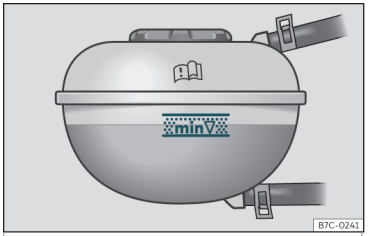

Fig. 188 En el vano motor: marca en el depósito de expansión del líquido refrigerante.
– Lea el nivel del líquido refrigerante en el depósito de expansión del mismo. Con el motor en frío, el nivel de refrigerante debe quedar entre las marcas››› **fig. 188**. Con el motor caliente, el nivel también puede quedar un poco por encima de la marca superior.